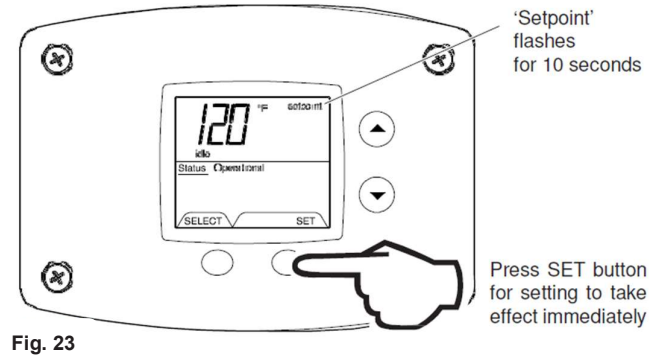

Fig. 23
3. Press 'SET' button for new setting to take effect immediately. 'Setpoint' will stop flashing. If the "SET" button is not pressed, the new temperature setting will take effect in approximately 10 seconds (Fig. 23).